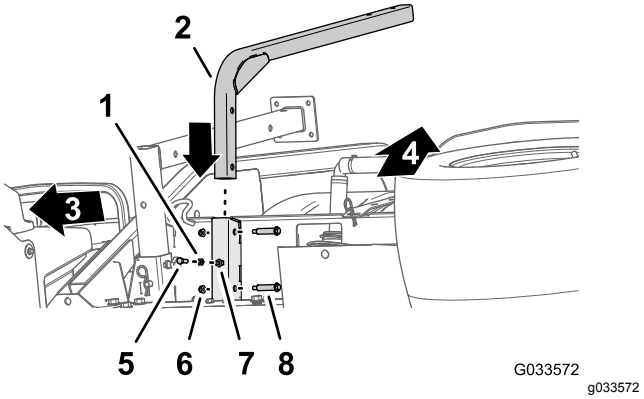

**Figur 46**
1. Innrett støtterøret til ferskvannstanken med tankstøttekanalen (Figur 46).
2. Innrett hullene i støtterøret med hullene i kanalen (Figur 46).
3. Fest røret til kanalen (Figur 46) med de to skulderboltene (½ x 1-15/16 tommer) og de to flenslåsemutterne (5/16 tomme).
5. Træ låsemutteren (5/16 tomme) inn i bolten (5/16 x 1 tomme) som vist i Figur 46.
6. Træ bolten (5/16 x 1 tomme) og låsemutteren inn i sveisemutteren nederst på tankstøttekanalen, og trekk til bolten og låsemutteren for hånd (Figur 46).